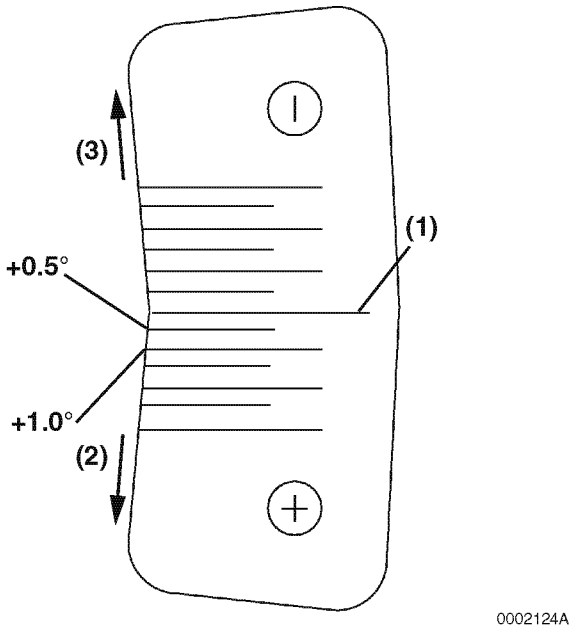

Figure 7-30
- If the difference between the timing index numbers is a positive number, the fuel injection pump mounting position must be advanced **(Figure 7-30, (2))** (rotated away from the engine) as compared to the "standard mark" **(Figure 7-30, (1))** by the calculated positive amount, adjust the fuel injection pump to the calculated value.
- If the difference between the timing index numbers is a negative number, the replacement injection pump must be retarded **(Figure 7-30, (3))** (rotated toward the engine) by the calculated negative amount.
The above calculated difference indicates that the replacement fuel injection pump is to be installed at +0.5° (advanced) from the "Standard Mark" **(Figure 7-30, (1))** on the timing sticker.